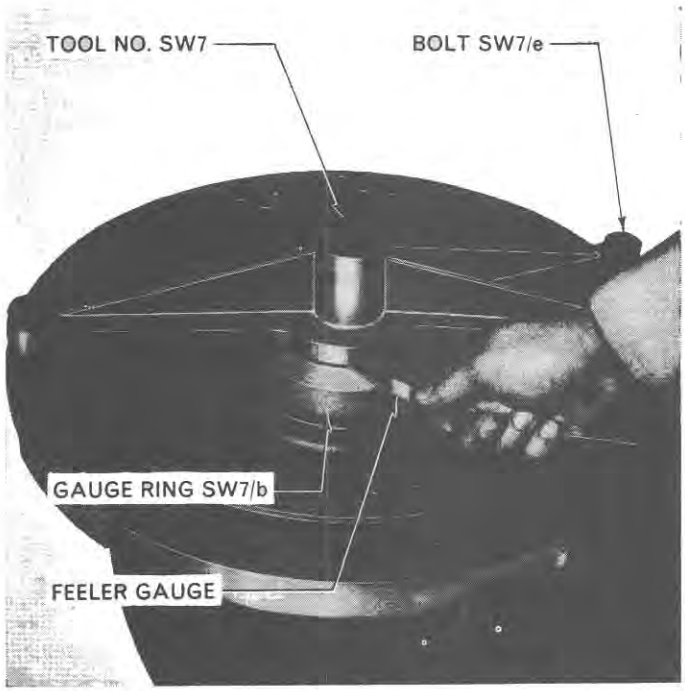

Figure 49
e. Line up the pads of the bridge bar with three holes in the axle housing flange and, using the short bolts, Tool No. SW 7/e and nuts, bolt the bridge bar to the axle housing flange, Figure 49.
f. Using feeler blades measure the gap between the bridge bar and the gauge ring, Figure 49.